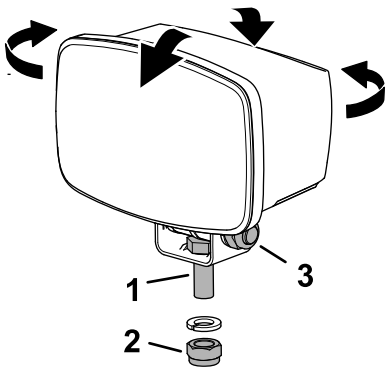

Figur 48
1. Løsn monteringslåsemøtrikkerne og maskinskruerne for at justere lygterne (Figur 48).
3. Tilspænd låsemøtrikkerne og maskinskruerne (Figur 48).